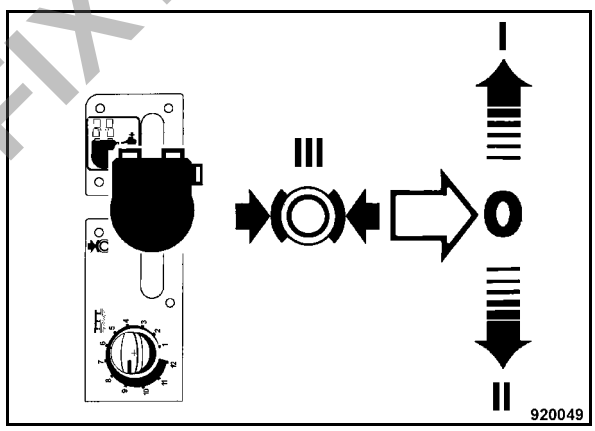

Fig. 65
- Disengage the travel lever (Fig. 65) from notched position III towards the inside.